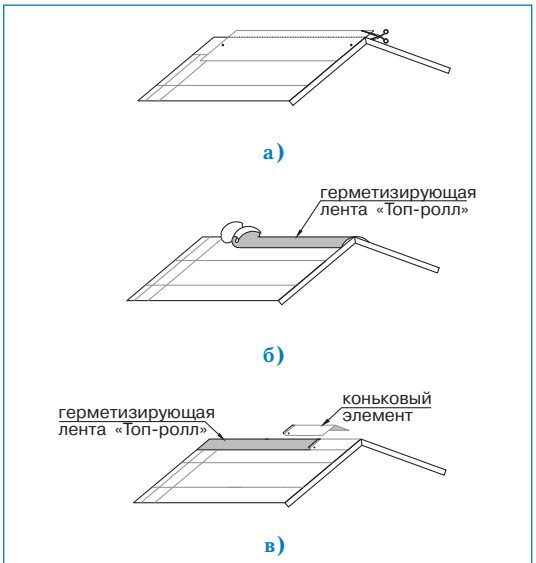

Рис. 4
Конек *(рис. 4)*
- Верхний ряд черепицы ПРЕСТИЖ НОВЫЙ РИМ ЦИНК-ТИТАН доводится до линии конька (ребра), выступающие части листов обрезаются (рис. 4а);
- линии коньков и ребер герметизируются специальной самоклеящейся лентой «Топ-ролл» (рис. 4б);
- далее устанавливаются внахлест специальные коньковые элементы (направление укладки по преимущественному направлению ветра). Каждый коньковый элемент плотно прижимается к основанию кровли и фиксируется двумя гвоздями из нержавеющей стали длиной 35 мм, которые перекрываются следующим коньковым элементом (рис. 4в).